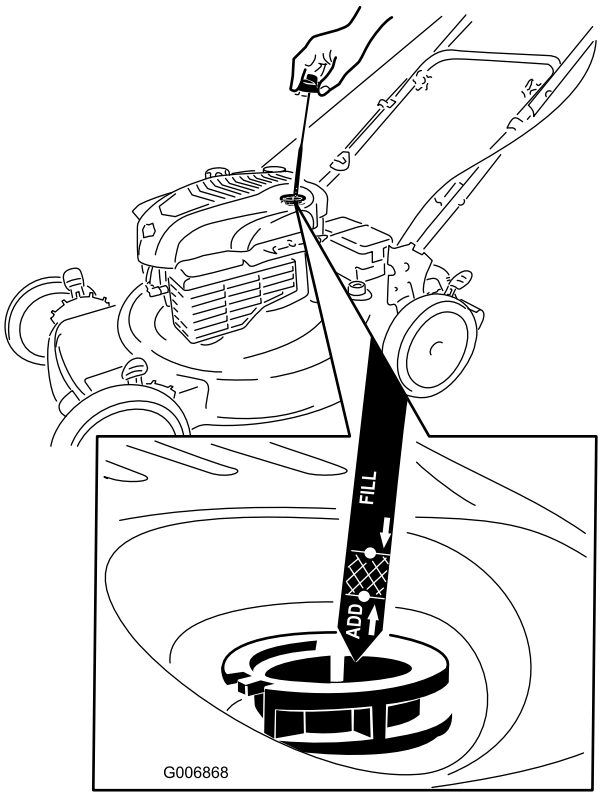

Bild 7
1. Ziehen Sie den Peilstab heraus (Bild 7).
2. Füllen Sie das Öl **langsam** in den Einfüllstutzen ein, um den Ölstand auf die Marke **Voll** am Peilstab anzuheben.Bild 7 **Füllen Sie nicht zu viel ein.** (Max. Füllstand: 0,59 l des Typs: Waschaktives SAE 30-Öl mit der Klassifizierung SF, SG, SH, SJ, SL oder höher durch das American Petroleum Institute (API).)